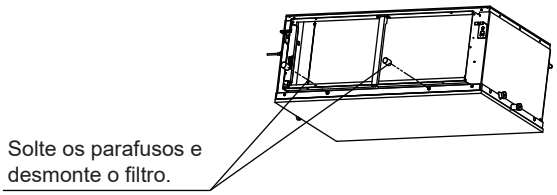

Figura 34
1. Desmonte o filtro de ar. (Consulte a figura 34).